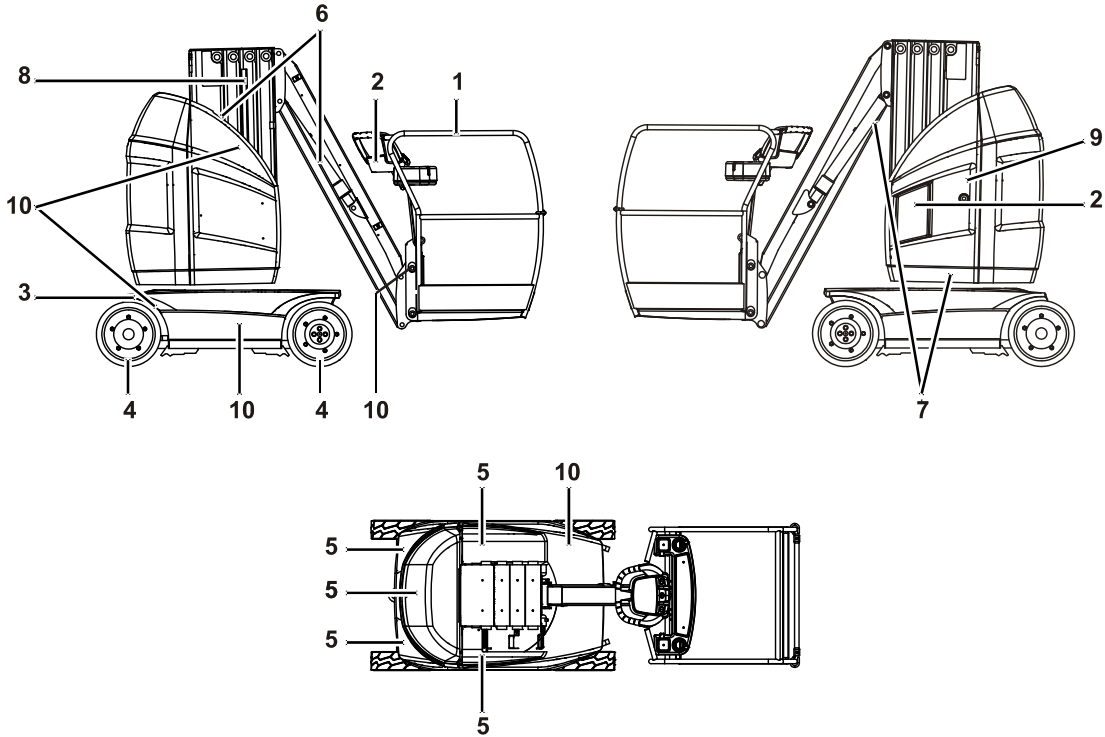

Figure 2-1. Daily Walk-Around Inspection
5. **"Walk-Around" Inspection** – Refer to Figure 2-1.